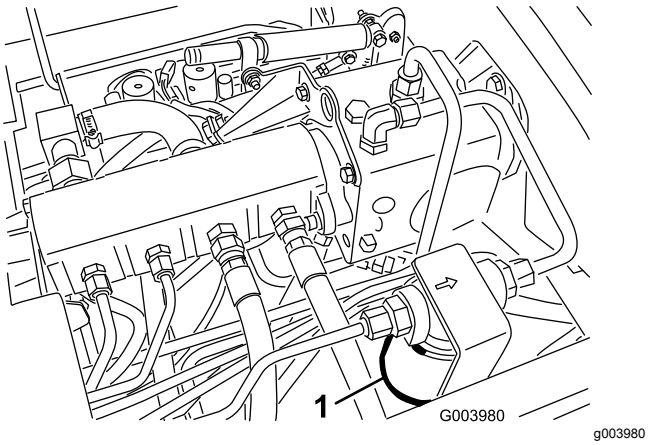
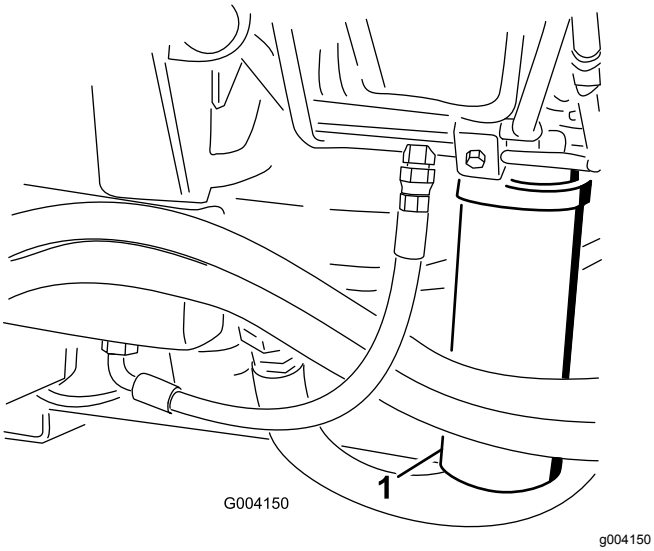

Figure 71
Figure 72
2. Nettoyez la surface autour de la zone de montage du filtre et placez un bac de vidange sous le filtre (Figure 71) et (Figure 72).